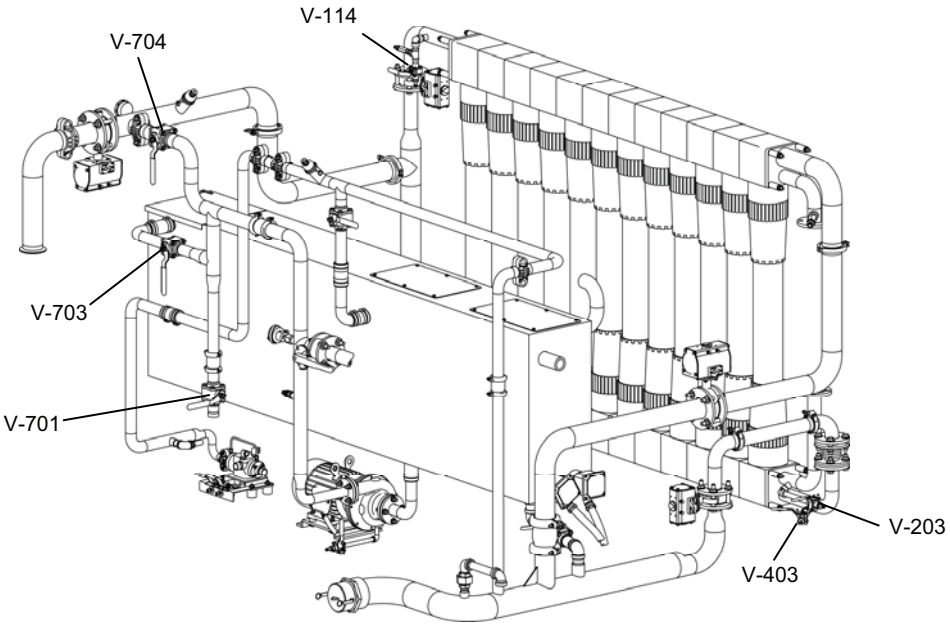

Figure 5. Valves to Operate MF Drain – Cold Weather Operations.
e. Open the following valves (Figure 5):